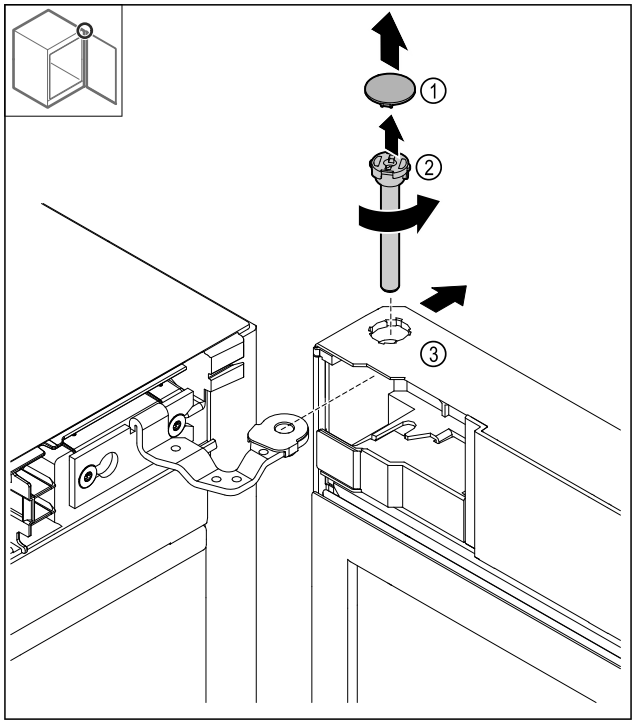

Fig. 10
▶ Detașați capacul *Fig. 10 (1)*.
▶ Desfaceți bolțul *Fig. 10 (2)* în sens antiorar și extrageți-l.
▶ Basculați ușor ușa *Fig. 10 (3)*.